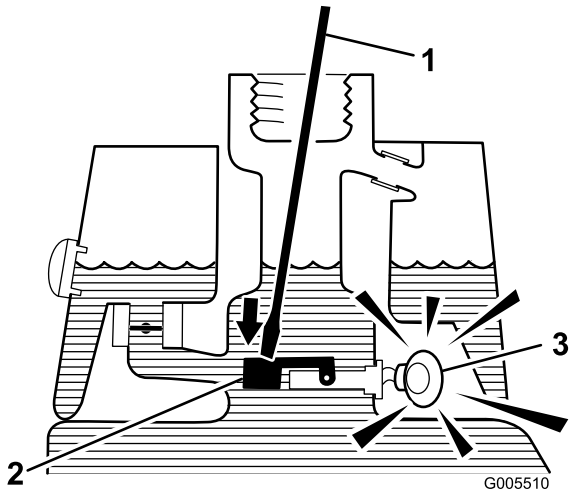

**Figur 27**
3. För in en ren pinne eller skruvmejsel i tankröret och tryck försiktigt nedåt på flottörströmbrytaren (Figur 27). Larmet ska ljuda efter tidsfördröjningen på en sekund.